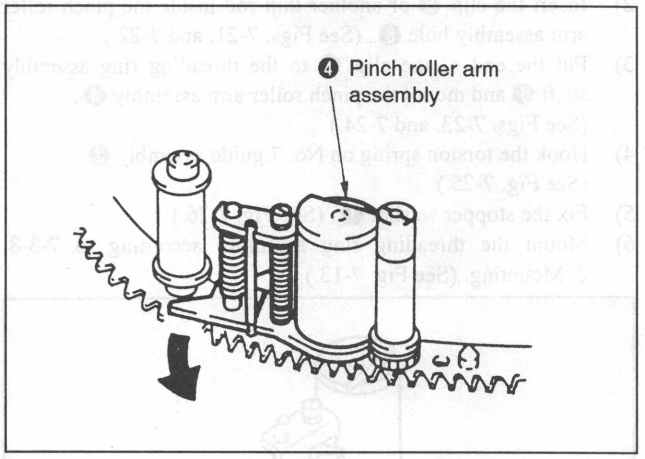

Fig. 7-17.
4) Turn the pinch roller arm assembly ❹ in the direction of arrow. (See Fig. 7-17.)